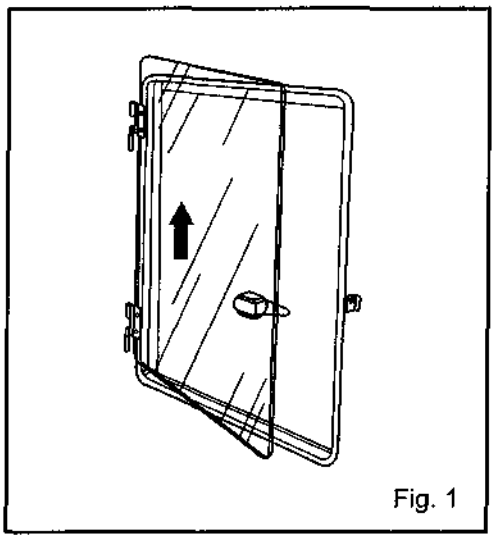

Fig. 1
2. Open the outer door. Then open the inner door slightly and lift to remove it. See Fig. 1